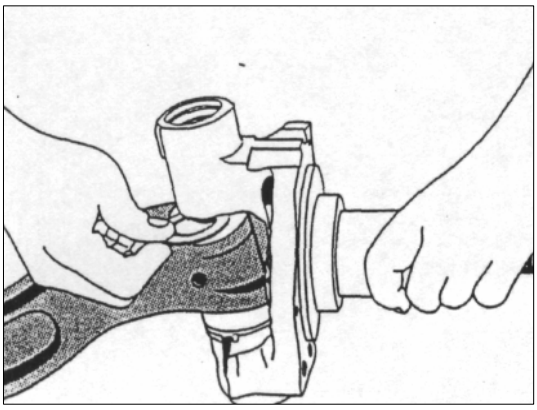

РИС. 294
10) Выберите регулировочные шайбы, которые дадут установленный техническими условиями зазор 0,025-0,1 мм. (См. рис. 294).